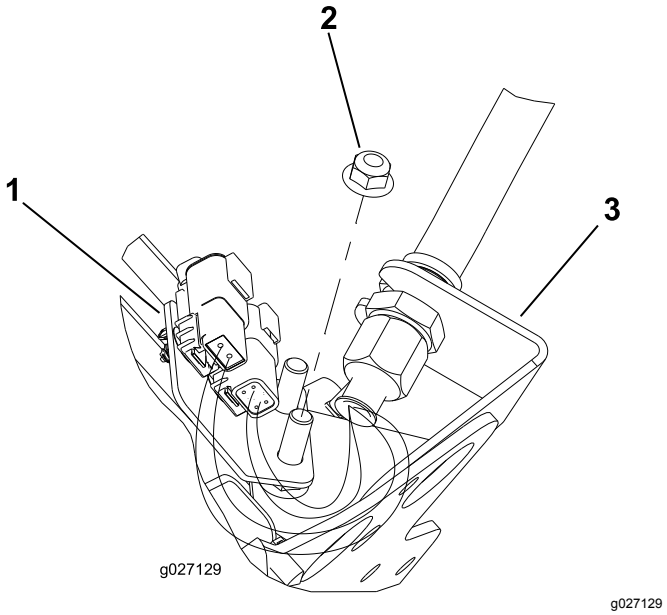
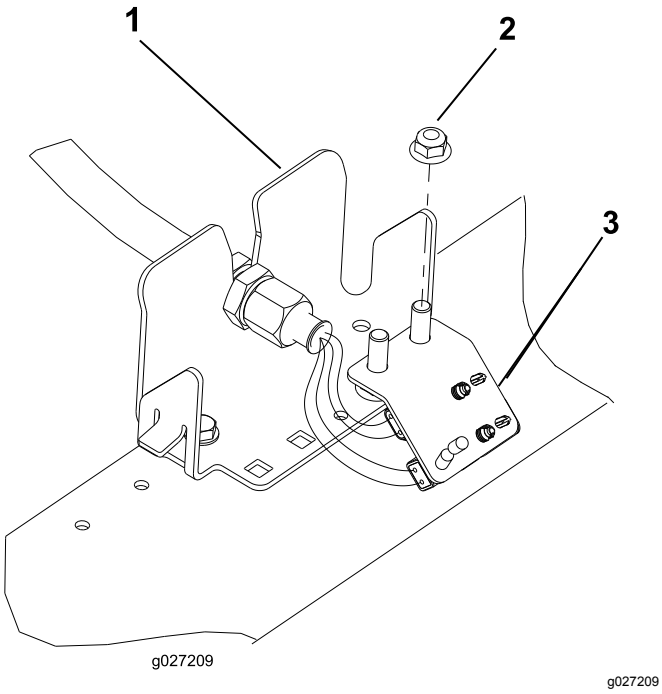

**Figur 13**
**Figur 16**
6. Gjenta prosedyren på de gjenstående fire skilleveggstedene som vist i Figur 13 til og med Figur 16.